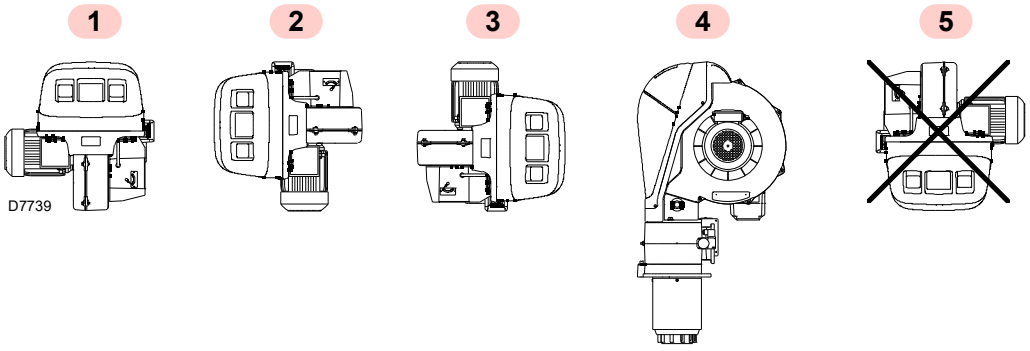

Abb. 15
- ➤ Der Brenner ist ausschließlich für den Betrieb in den Stellungen **1**, **2**, **3** und **4** (Abb. 15) ausgelegt.